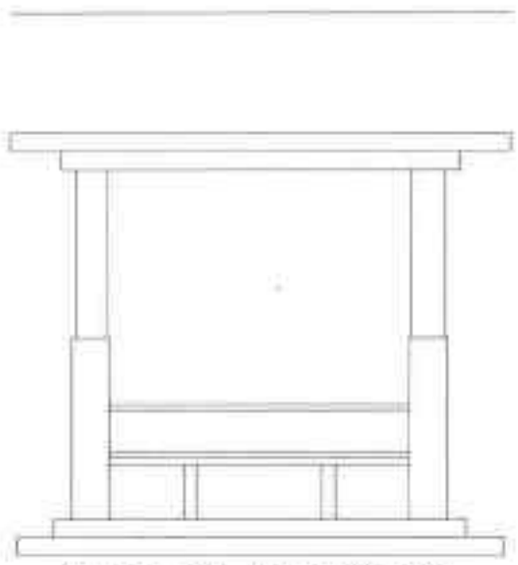

图20-23 偏移轮廓线
Step 11 执行“偏移”命令，将轮廓线向上偏移 1000mm，如图 20-23 所示。